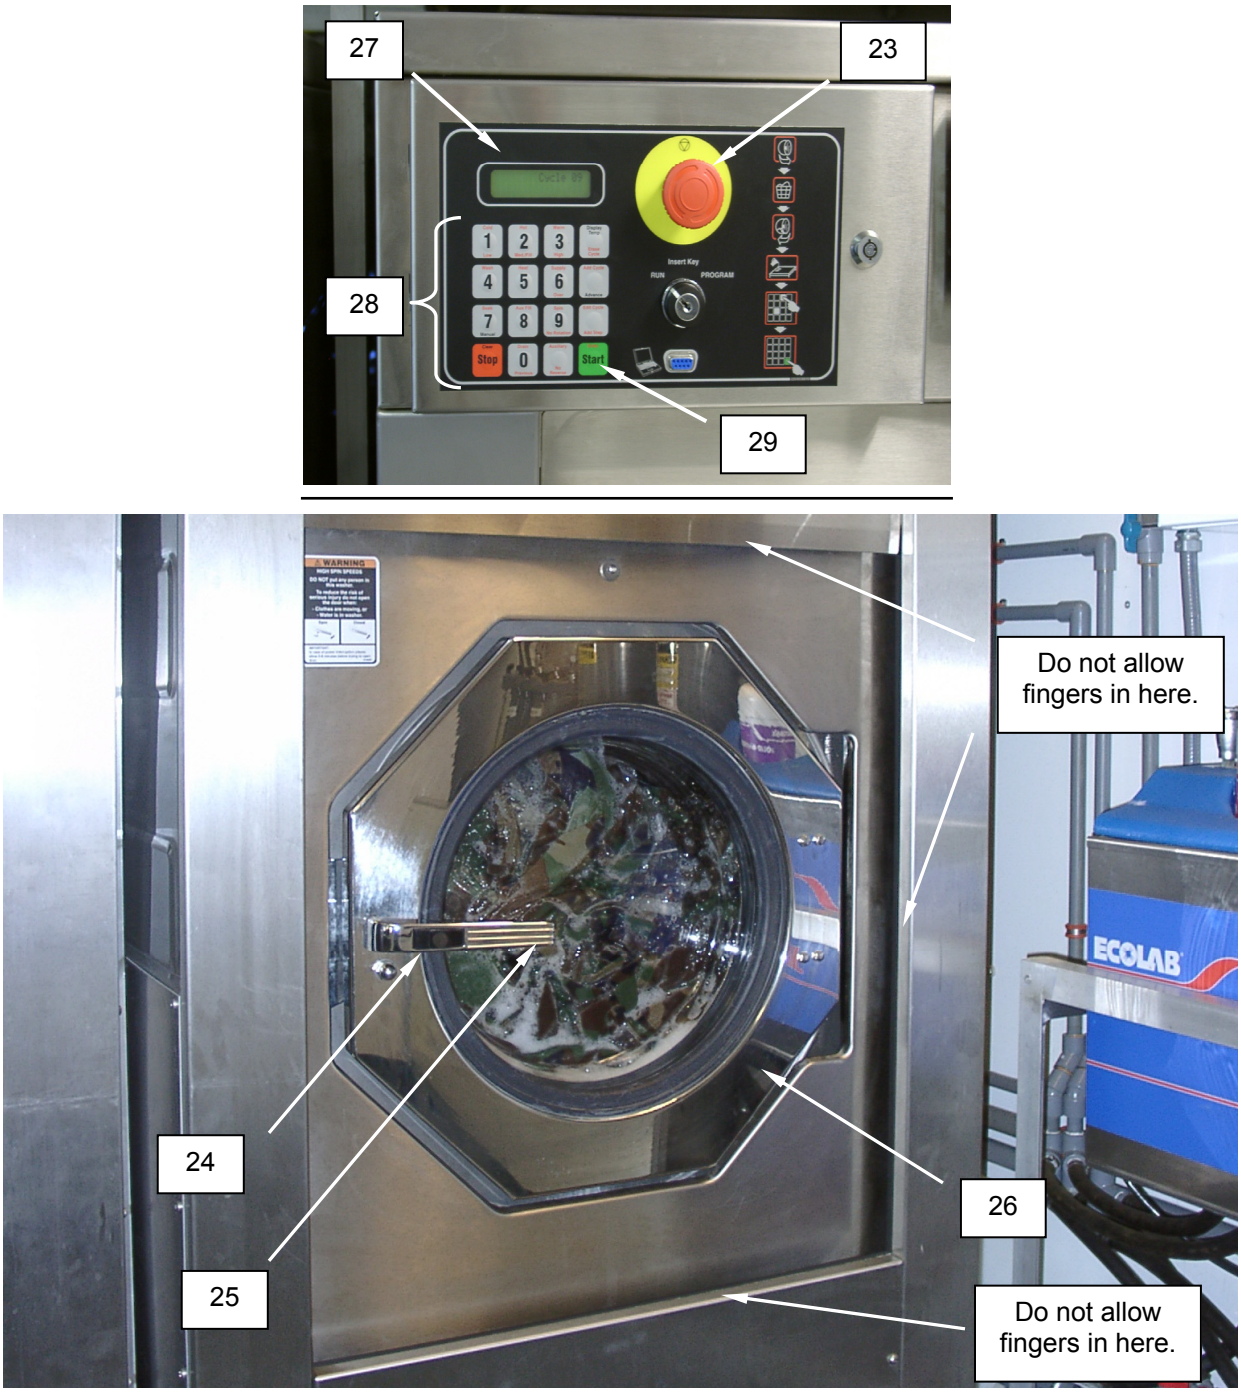

Figure 17. Operate Washer.
1. Ensure that the emergency stop switch **(Figure 17, Item 23)** on the washer control panel has been turned out and is in the operational position.
2. Press the release button **(Figure 17, Item 24)** on the latch **(Figure 17, Item 25)** and open the washer door **(Figure 17, Item 26)**. The washer may be filled with up to 50 pounds of laundry – for example, this would come to 18 complete sets of BDU's (blouse and trousers).
3. Close the washer door **(Figure 17, Item 26)**. Ensure the door has latched securely.
4. The front panel display **(Figure 17, Item 27)** on the washer should be lit. This display will be on at all times that power is ON indicating the machine is ready for loading and unloading.
5. Refer to Table 1 to determine the cycle number for the clothes being laundered. Enter the desired cycle number by pressing (do not punch) with your finger the numbers on the keyboard **(Figure 17, Item 28)** and note that this number is displayed.
6. To start the cycle that has been selected, press the "START" key **(Figure 17, Item 29)**. As the cycle proceeds, the display **(Figure 17, Item 27)** will show the function being executed, step number and the cycle number selected.
7. The front panel display **(Figure 17, Item 27)** will indicate when the cycle is complete. At that time, the washer may be unloaded by pressing the release button **(Figure 17, Item 24)** on the latch **(Figure 17, Item 25)** and using the latch to open the washer door **(Figure 17, Item 26)**. The washer door will not open while the washer is in an operating cycle.